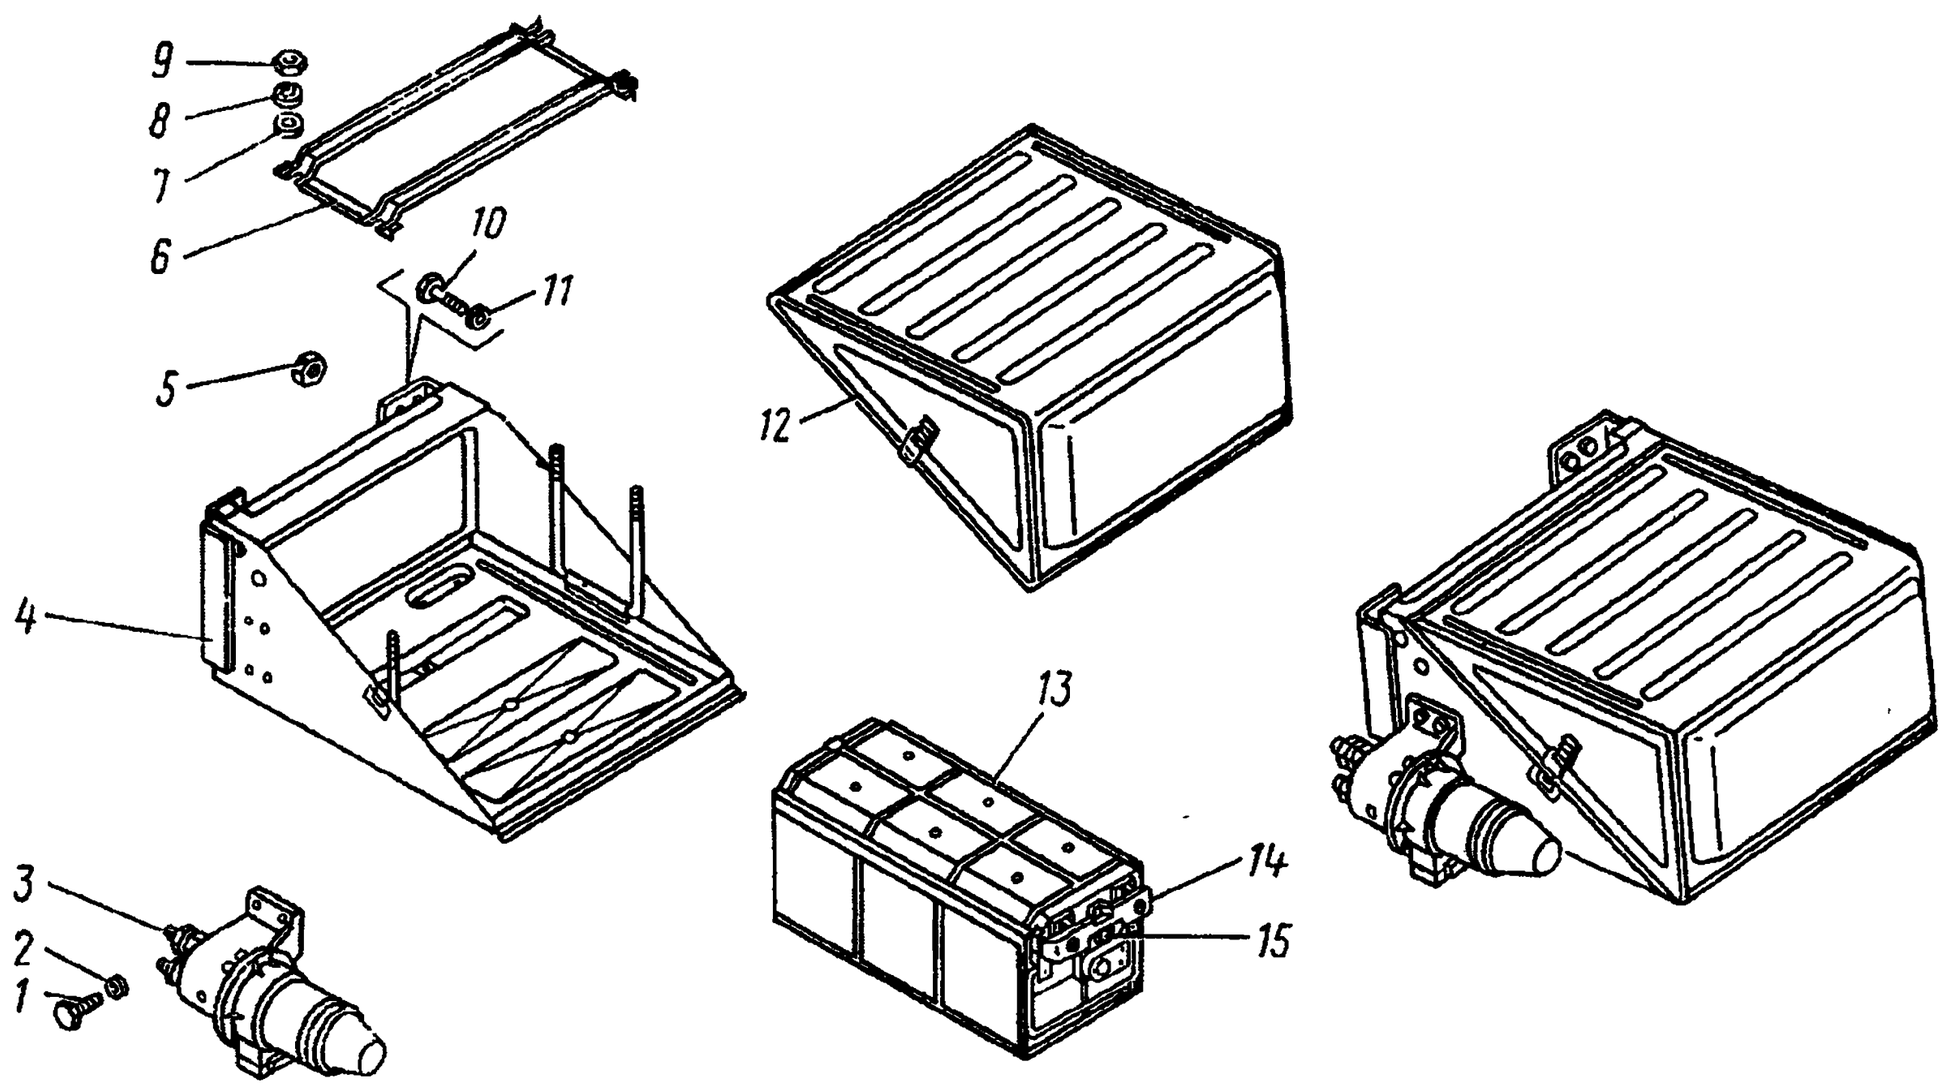

Рис. 72. Батареи аккумуляторные:
2. Откройте защелки крепления крышки *12* (рис. 72) ящика аккумуляторных батарей и снимите крышку	—